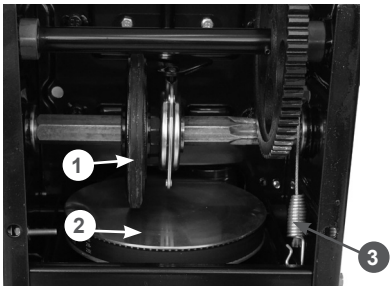

Рис. 12 Регулировка троса включения хода
- нажмите рычаг включения хода. При полностью нажатом рычаге включения хода пружина 1 должна быть растянута на 0,5 - 1 см (Рис. 12).
- отпустите рычаг включения хода. Между резиновым фрикционным колесом 1 и ведущим диском 2 должен быть зазор не менее 1 мм (Рис. 12);